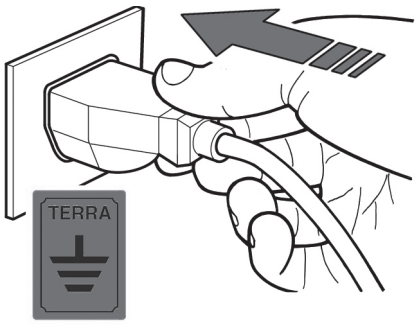

fig. 11
- It is imperative that the complete equipment is properly connected to an efficient earth connection (fig. 11).
2) Insert the power plug of the Showcase into the socket provided by the customer (fig. 11), making sure that it has earth contact and that there are no multiple sockets connected .